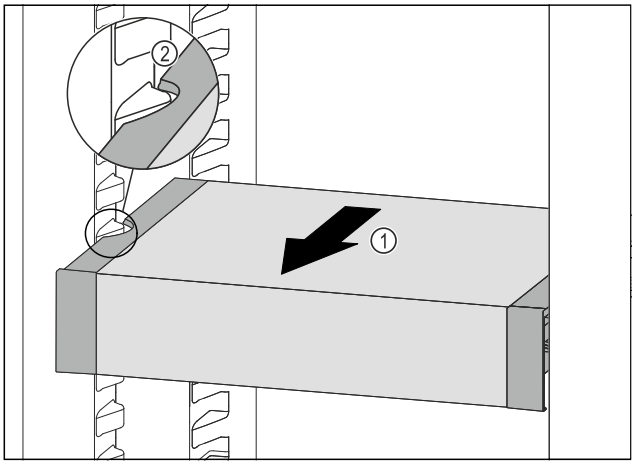

Fig. 182
▶ Trageți în față VarioSafe *Fig. 182 (1)*, până când degajările laterale ale VarioSafe se află la înălțimea nervurii recipientului din frigider. *Fig. 182 (2)*